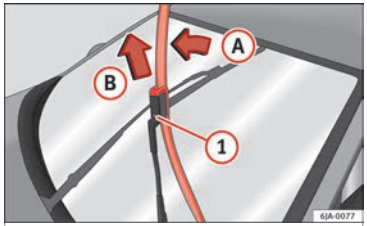

Fig. 70 Windscreen wiper blades.
- Lift the windscreen wiper arm away from the glass moving the blade slightly in the direction of the arm – arrow (A) ››› Fig. 70.
- Unlock the catch (1) with the other hand and remove the blade in the direction of arrow (B).